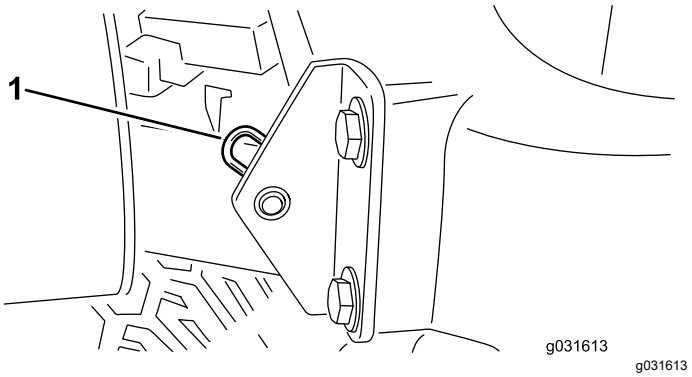

Figura 31
2. Tire o perno de gancho que fixa a articulação do capot aos suportes de montagem (Figura 31).